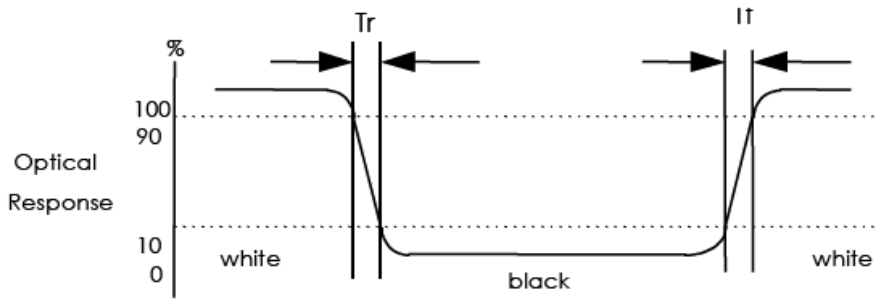

FIG. 2 Measuring method for Contrast ratio, surface luminance, Luminance uniformity , CIE (x, y) chromaticity
Note 1. Contrast Ratio(CR) is defined mathematically as For more information see FIG 2.
Note 2. Surface luminance is the LCD surface from the surface with all pixels displaying white. For more information see FIG 2.
Note 3. The uniformity in surface luminance ， δ WHITE is determined by measuring luminance at each test position 1 through 5, and then dividing the maximum luminance of 5 points luminance by minimum luminance of 5 points luminance. For more information see FIG 2.